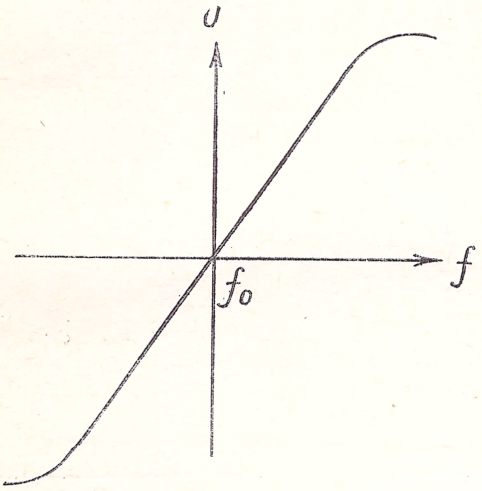

Рис. 3.30. Зависимость управляющего напряжения от промежуточной частоты
2. Обрыв цепи АПЧ	Связать приемник с генератором стандартных сигналов УКВ диапазона и подключить вольтметр (с внутренним сопротивлением не менее 20 *ком/в*) к шасси и контакту *5* переключателя, расположенного под клавишей «АПЧ УКВ». Далее, не нажимая на эту клавишу, настроиться на одну из волн (4,11 ÷ 4,56 *м*) генератора и, вращая ручку настройки приемника в обе стороны от положения точной настройки, наблюдать за стрелкой вольтметра. Если напряжение изменяется так, как показано на рис. 3.30, то произвести проверку по пункту *3*. Если же напряжение не изменяется, то проверить детали и цепи ЧМ детектора